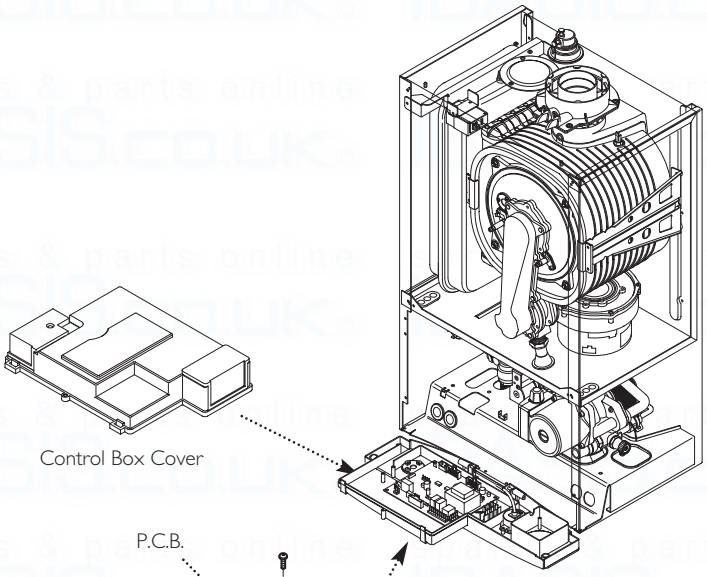

Fig. 101
2. Completely undo the screws securing the control box cover and release the cover retaining barbs from their slots. Disengage the rear of the cover from the control box hinge pin (Fig. 101).